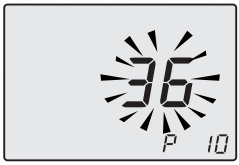

Fig. 7.37
- Scroll the various parameters using keys 17 or 18 until the letters **P10** are displayed on the LCD display, indicating that "parameter 10" (Fig. 7.37) has been activated.